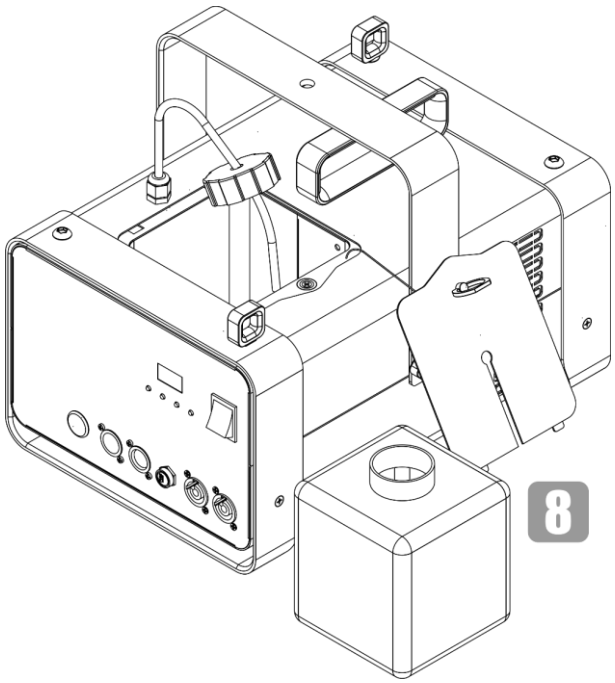

Fig. 27
08) Place the fluid tank on a flat service near the device, as shown in Fig. 27.